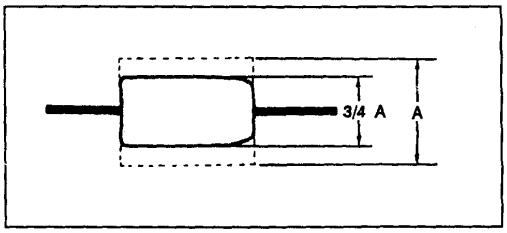

Fig. 4-12.
1) Confirm that the amplitude of RF waveform is reduced to approx. 3/4 when the track shift mode is set (See Fig. 4-12).